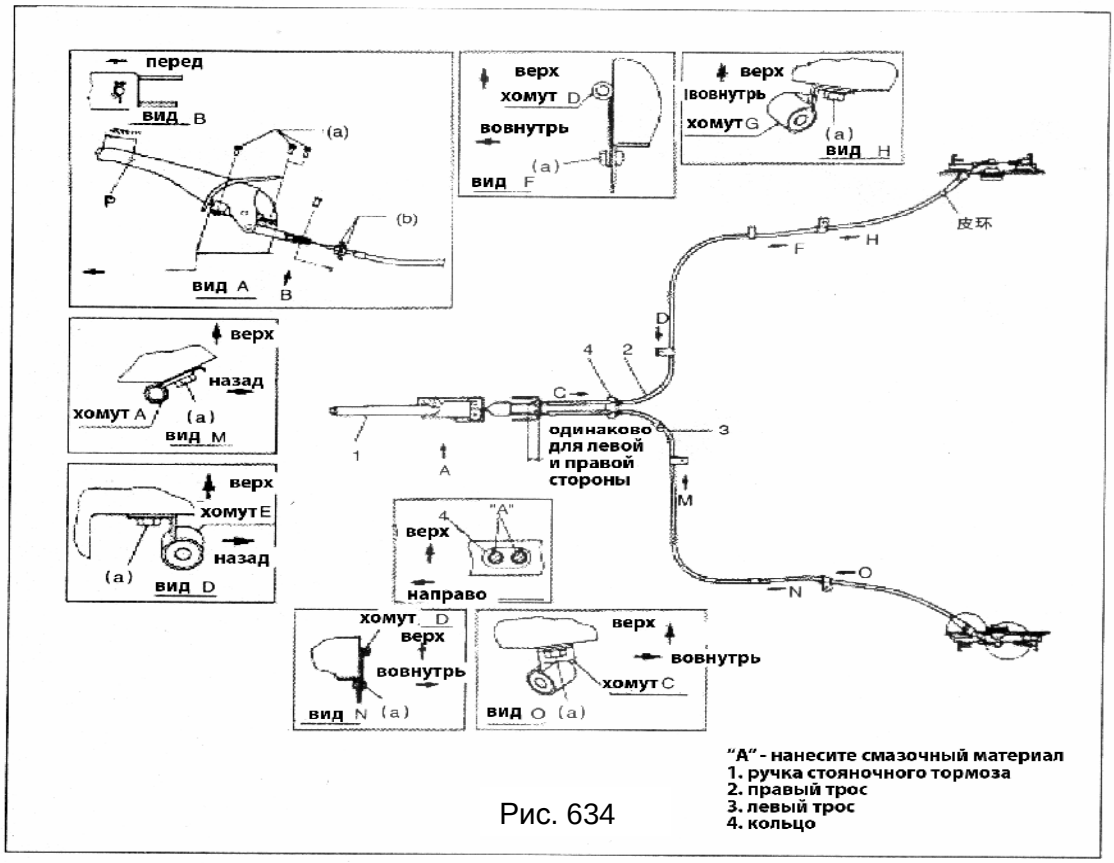

Рис. 634
1) Нанесите смазочный материал как показано на рисунке (Рис. 634).